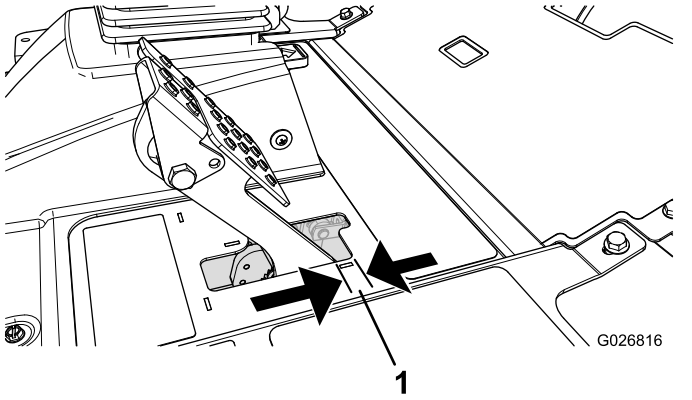

Figura 84
Ajuste os travões se o pedal do travão apresentar uma folga superior a 2,5 cm ou quando os travões não funcionarem de forma eficaz (Figura 84). Folga é a distância percorrida pelo pedal antes de se verificar qualquer resistência ao movimento.
2. Aperte a porca traseira para deslocar o cabo para trás até que os pedais dos travões apresentem uma folga de 0,63 a 1,27 cm, antes de a roda bloquear (Figura 84).